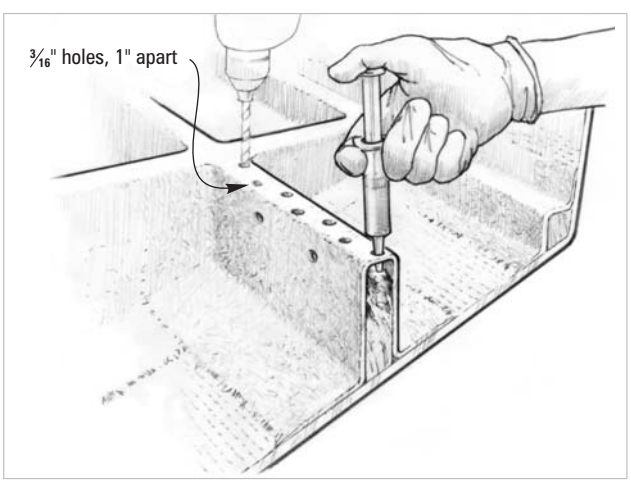

Figure 3-2 *Inject or pour resin/hardener mixture into the holes when the core is dry and while the core is warm.*
3. Inject or pour resin/hardener mixture into the holes while the core is warm *(Figure3-2)*. Epoxy, warmed by the core, will become thinner and penetrate more deeply into the exposed end grain. 206 Slow Hardener should penetrate more deeply than 205 Fast Hardener before it begins to gel.